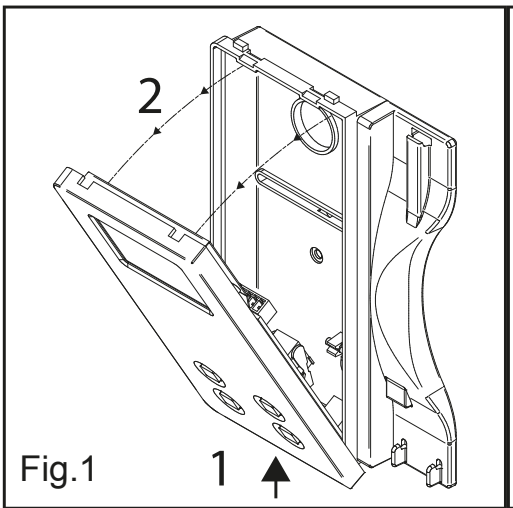

Fig.1
- *In order to install the videophone, it is necessary to remove the cover, which contains all the electronics, from the base: firstly disconnect the handset from the videophone (by removing its plug from the videophone), then press lightly the bottom part of the videophone and simultaneously pulling outwards the upper part as shown in figure 1.*